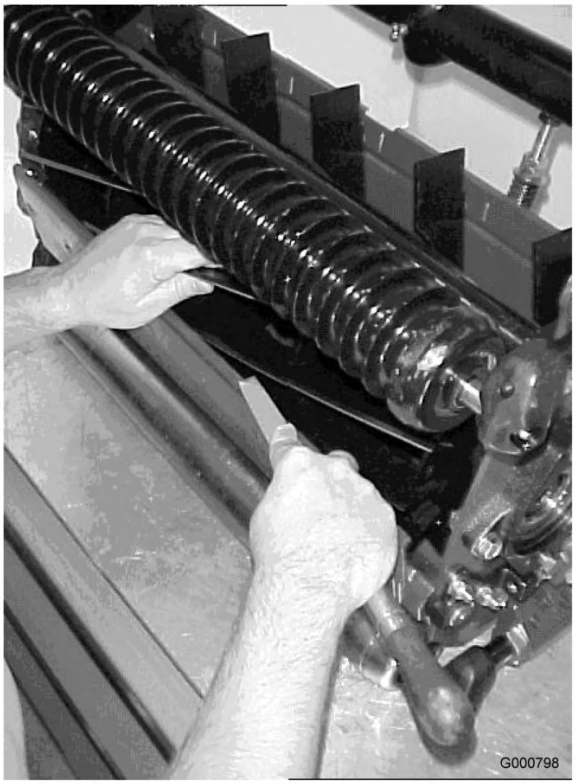

Bild 72
11. Wenn das Mähwerk ausreichend geschärft wurde, hat sich an der Vorderseite der Schnittkante ein Grat gebildet. Entfernen Sie diesen Grat vorsichtig mit einer Feile, ohne die Schnittkante stumpf zu machen (Bild 72).